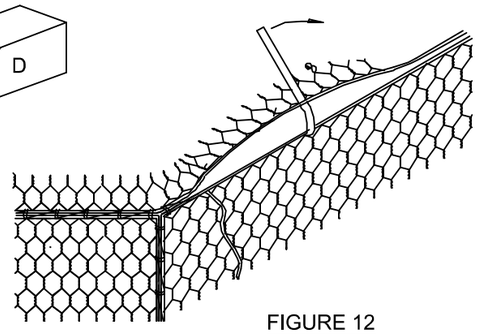

FIGURE 12
6. STRETCH THE LIDS TIGHTLY OVER THE FILLING USING A CROWBAR. SECURE THE CORNERS FIRST, BY MEANS OF THE THICK SELVEDGE WIRE PROTRUDING FROM THE LID CORNERS. TO ENSURE THAT THERE IS ENOUGH MESH TO COVER THE WHOLE AREA. SOME FILLING MAY HAVE TO BE REMOVED FROM THE TOP OF THE GABION BOX TO PREVENT THE LID FROM OVERSTRAINING, THEN SECURELY WIRE IT TO THE TOPS OF THE SIDES, ENDS AND DIAPHRAGMS, USING THE ALTENATE SINGLE AND DOUBLE LOOPS (FIGURE 12).